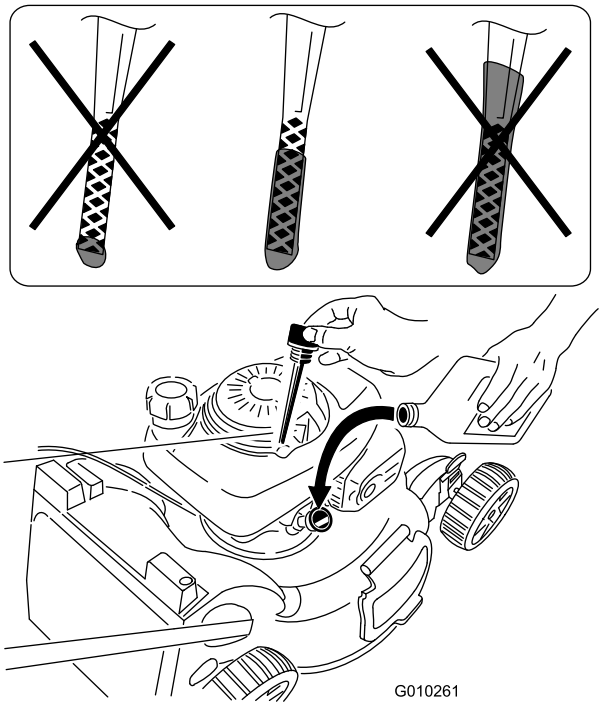

Figuur 42
12. Haal de peilstok eruit en controleer het oliepeil (Figuur 42).
- Als het oliepeil te hoog is, tapt u de overtollige olie af tot het juiste oliepeil is bereikt; zie Figuur 42.